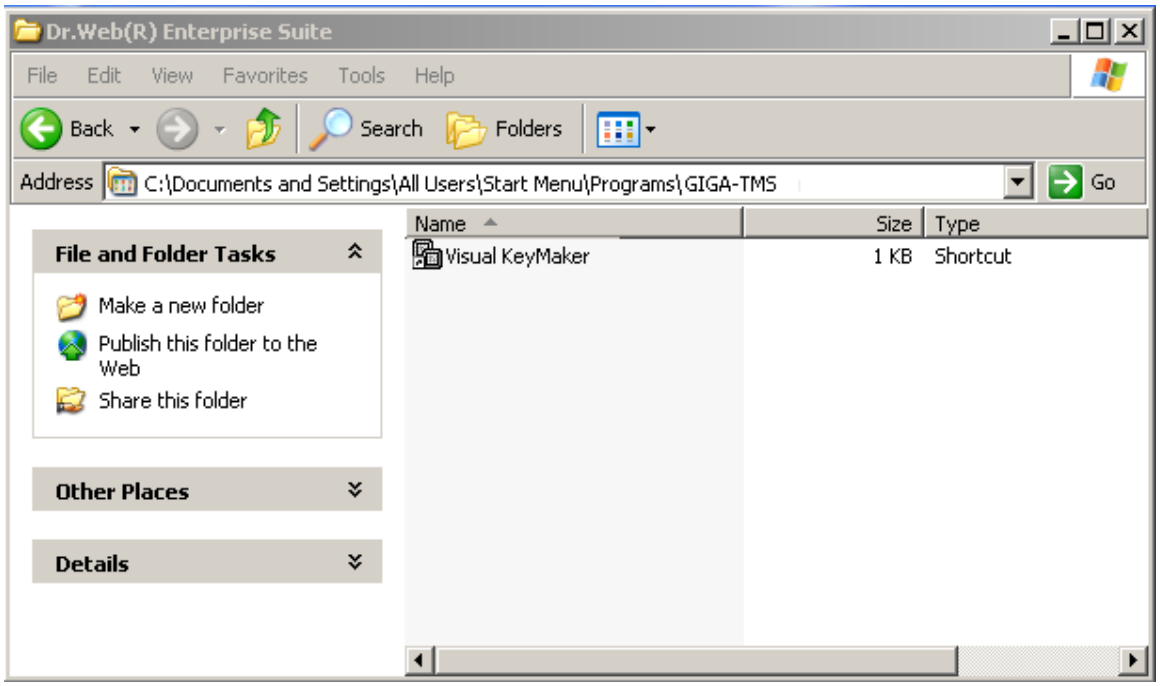
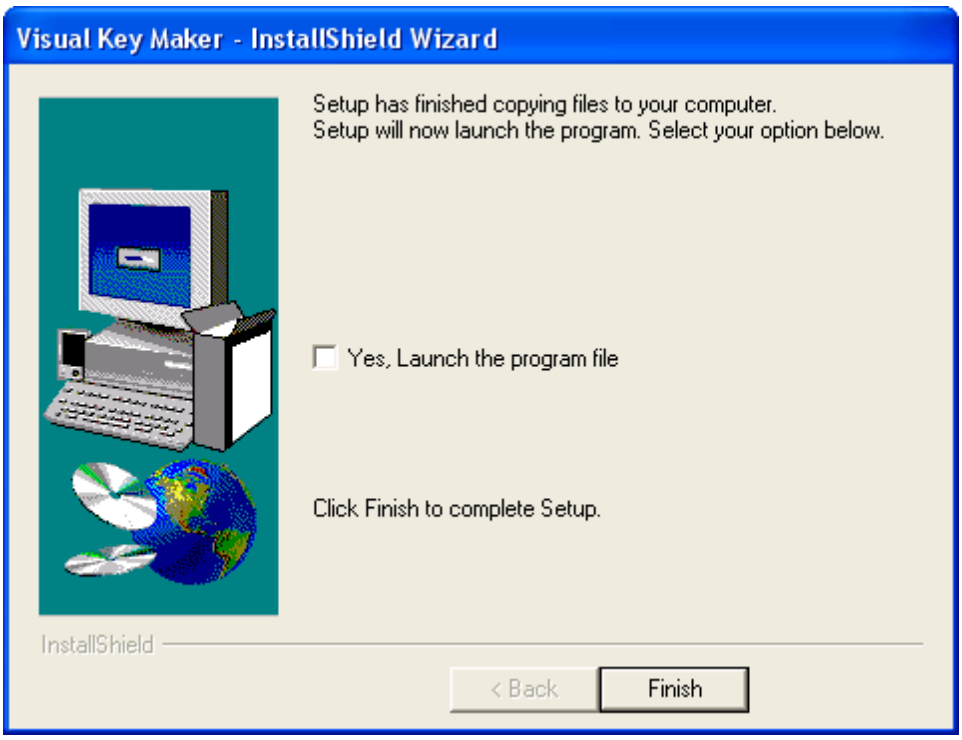

Figure 8.9-9. Folder in OS Windows Start menu
Figure 8.9-10. Ending the installation
10. After copying the files, the folder, created in OS Windows Start menu and ending the installation dialog window will open (Figure 8.9-9,Figure 8.9-10).
11. To launch «Visual KeyMaker» program after ending the installation, set «Yes, Launch the program file» checkbox (Figure 8.9-10).
12. Click «Finish» to finish installation (Figure 8.9-10).